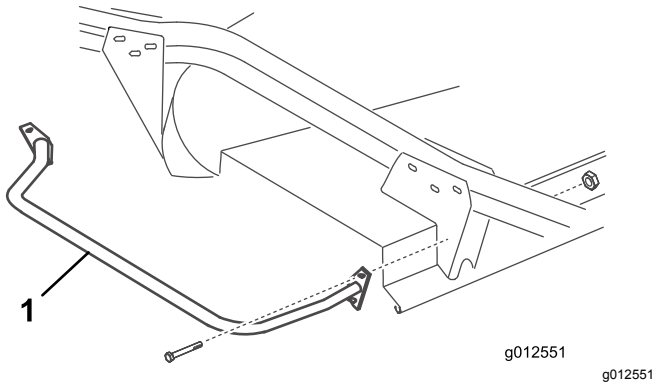

Figura 23
2. Fissate il foro di montaggio superiore della staffa di montaggio anteriore del paraurti alla staffa del braccio orientabile con un bullone (5/16-18" x 3") e un dado di bloccaggio (Figura 23).